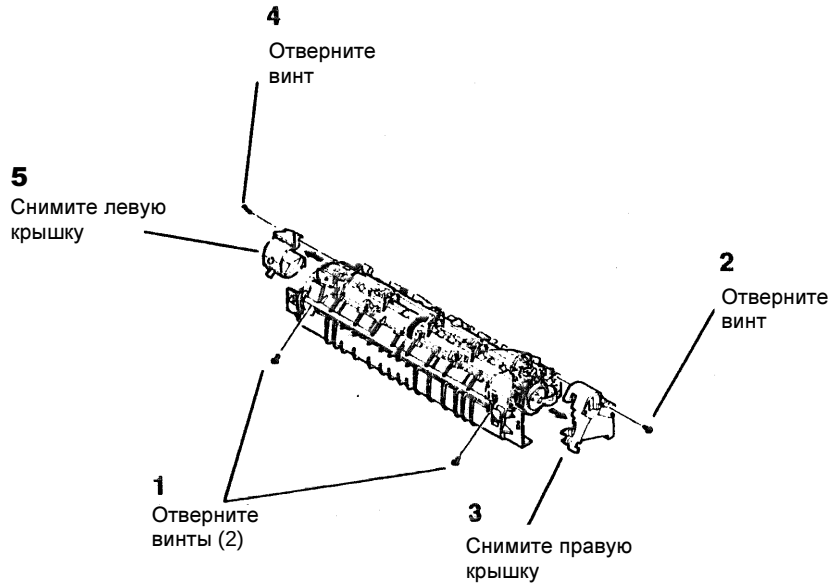

Рисунок 1. Снятие концевых крышек
5. (Рисунок 1): Снимите концевые крышки и откройте узел.